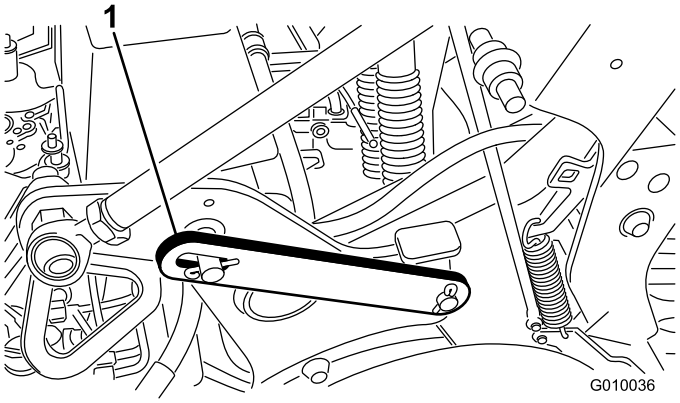

Figur 21
2. Ta bort klipsringen som sikrer servicelåsen i lagringsposisjon (Figur 21).